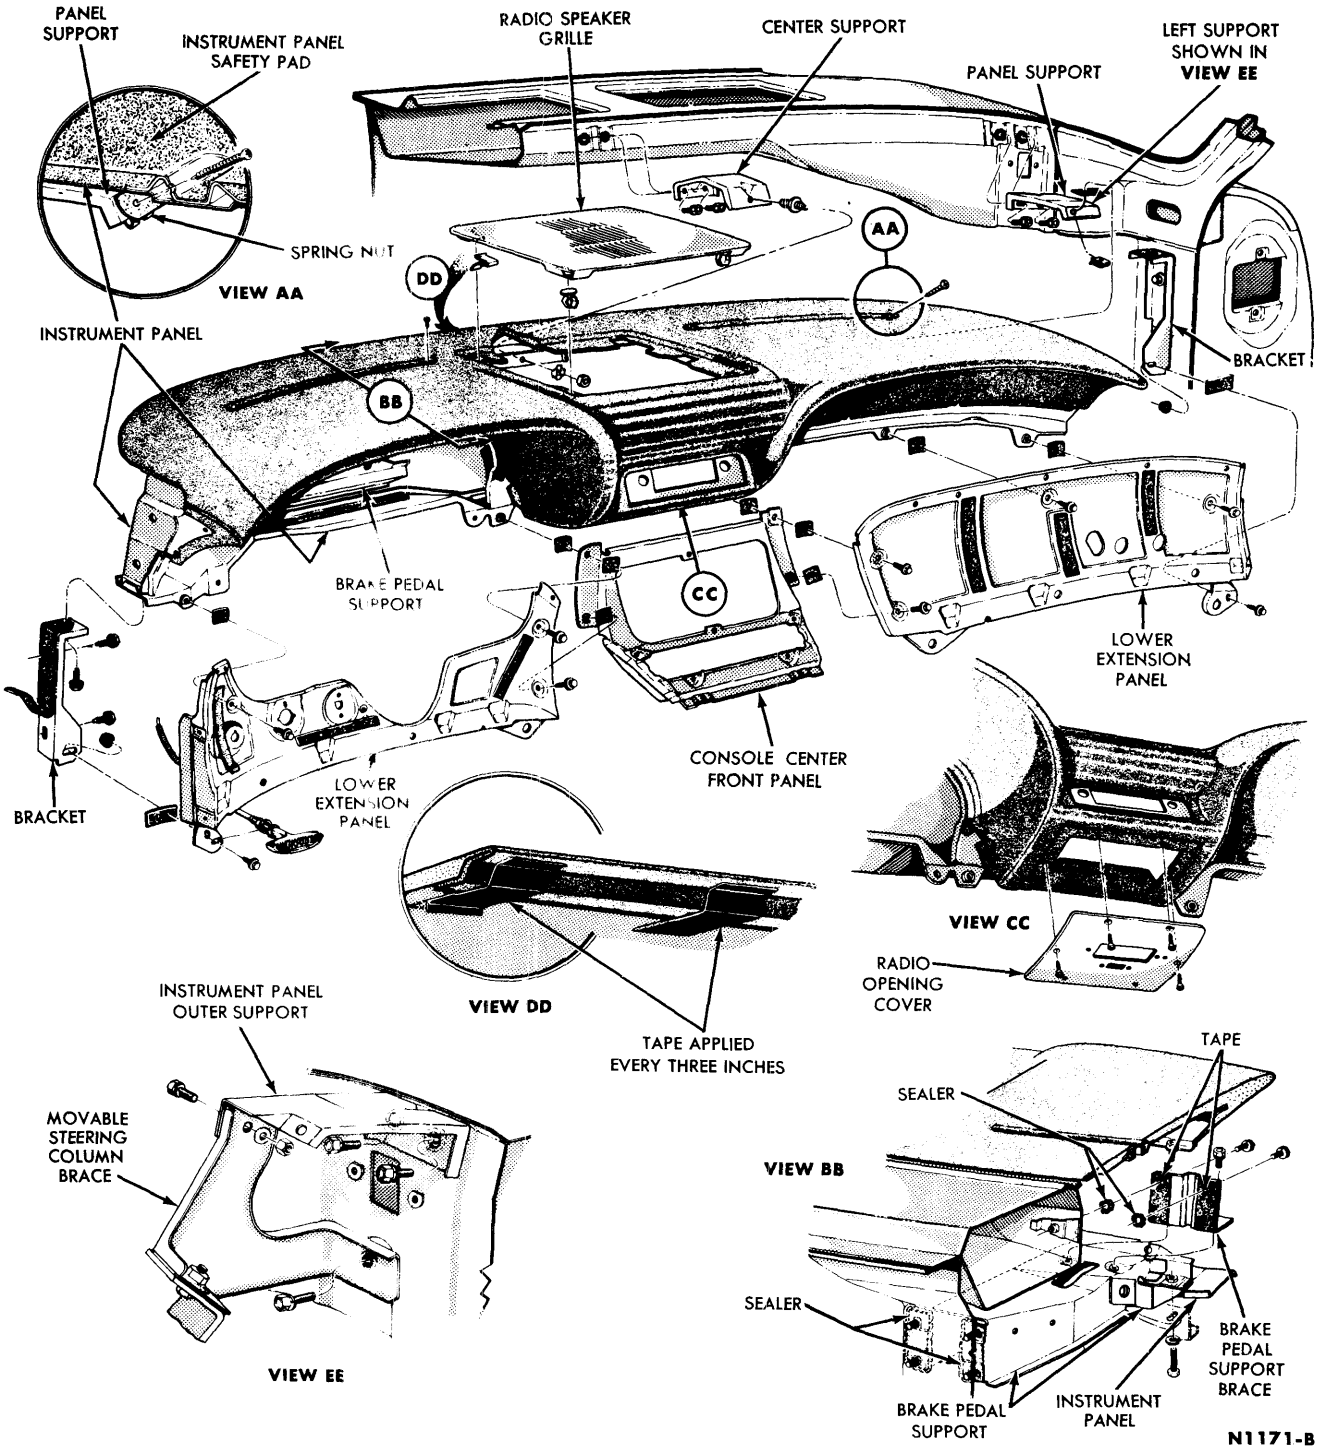

FIG. 10—Instrument Panel and Extension Panels
The instrument panel and extension panels are mounted and adjusted at the locations shown in Fig. 10.
4. Snap out the radio speaker grille and remove the speaker (Fig. 10).
10. Remove the screws in each defroster outlet (Fig. 10).
15. Disconnect the instrument panel from the center support, panel side supports, and brackets (Fig. 10).